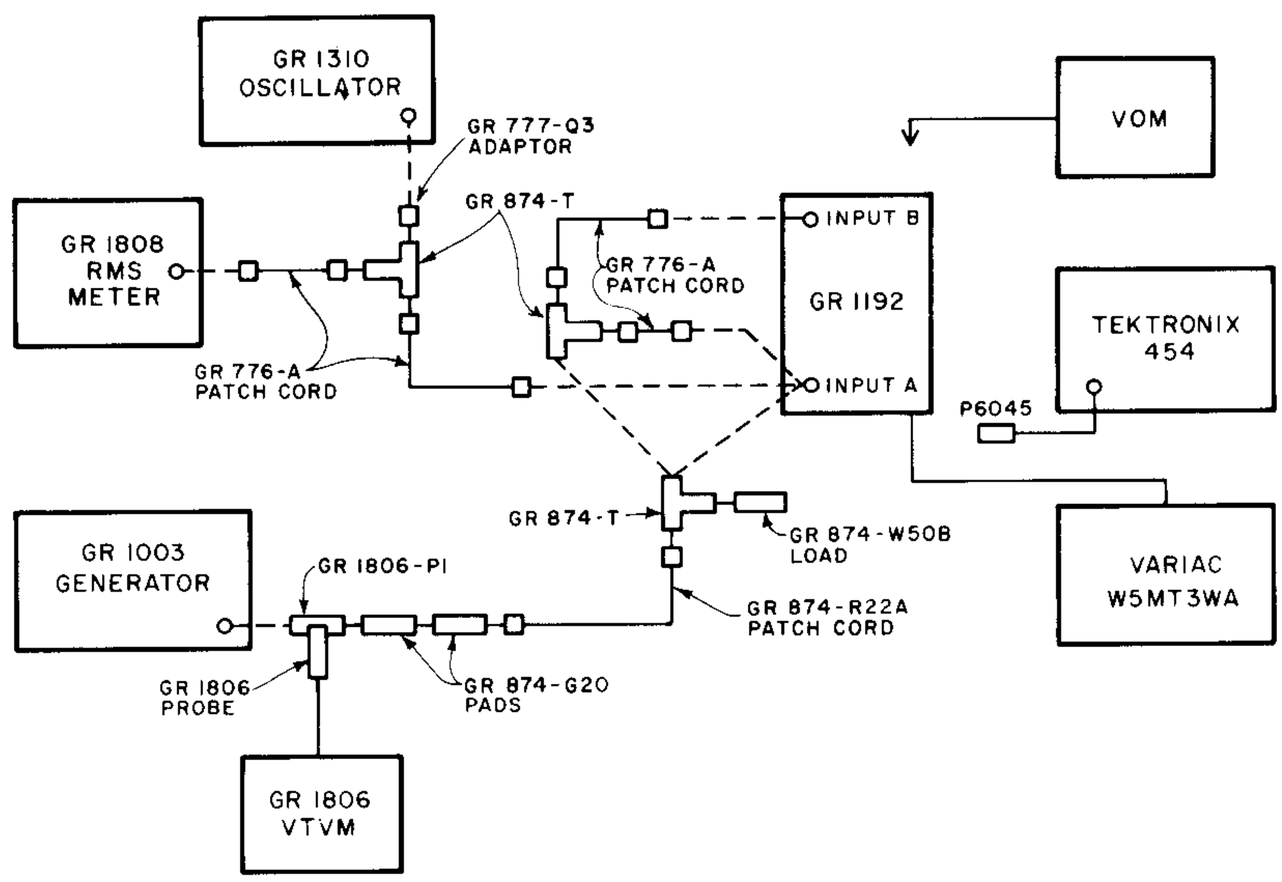

Figure 5-1. Test setup.
b. Connect the 1310 to INPUT A as shown in Figure 5-1.
c. Connect a second 874-T to the original tee and thence to the B-INPUT jack at the rear of the 1192, via a GR 776-A patch cord, as shown in Figure 5-1.
h. Remove one 20-dB pad from the circuit shown in Figure 5-1 and connect the generator to one leg of the second coaxial tee that goes to INPUT A and B on the 1192.
c. Unlatch the external time-base button (to the 1 MHz position). Apply the signal from the 1003 also to the input B channel. See Figure 5-1 for interconnection details.
If unable to obtain the performance called for in the minimum performance procedures of paragraph 5.3,use the procedures that follow to isolate trouble to a replaceable detail part. Refer to Figure 5-1 for test-equipment connection and to Table 5-1 for suggested test equipment. Full circuit details and parts information, given in Section 6, used in conjunction with the circuit theory presented in Section 4,should facilitate repair.
b. Prepare a test set-up as shown in Figure 5-1.
a. With the 1192 in the FREQUENCY mode, apply a 10-kHz signal with the 1310 oscillator to INPUT A. See Figure 5-1 for the set up.